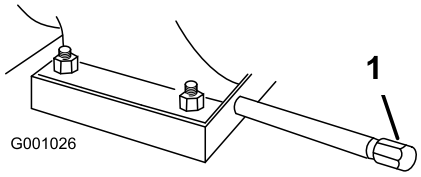

Рисунок 43
1. Очистите поверхность вокруг пробки для слива масла (Рисунок 43).